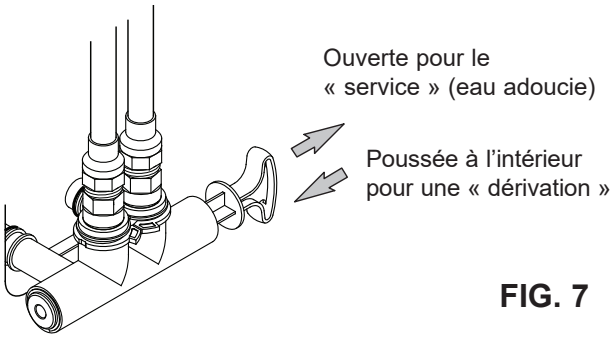
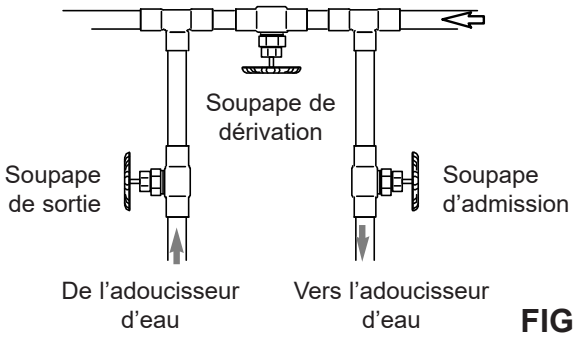

FIG. 7
FIG. 8
Installez une soupape de dérivation simple (incluse), de la manière illustrée à la figure 7, ou, si telle est votre préférence, le système de dérivation à trois robinets (pièces non incluses) en vous reportant à la figure 8. Les robinets de dérivation vous permettent de couper l'eau alimentant l'adoucisseur, au besoin, pour effectuer des travaux d'entretien tout en continuant d'avoir de l'eau dans les tuyaux.
2. Placez la soupape de dérivation (simple ou à trois robinets) en position de « dérivation ». Voir les figures 7 et 8 à la page 7.